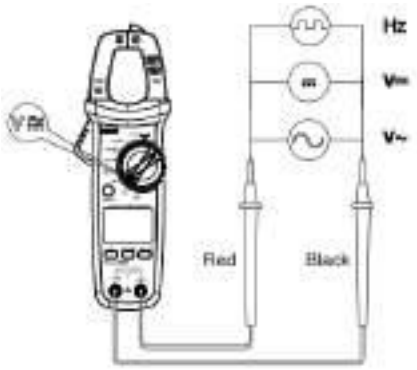

Fig 3
**9.2 Măsurarea tensiunii AC/DC și a frecvenței tensiunii (% cicluri) (Fig 3)**